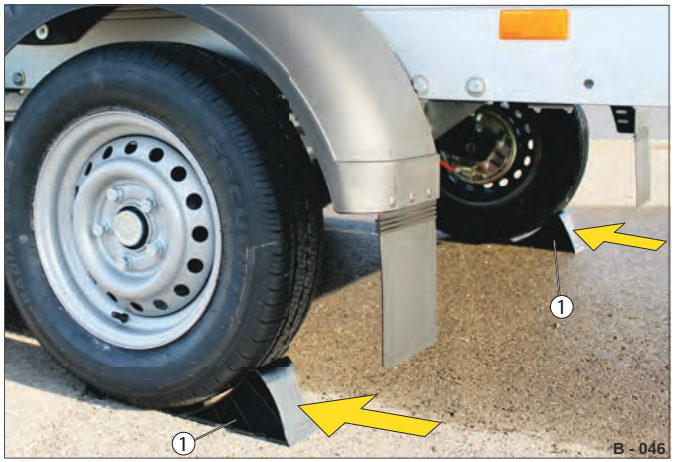

Fig. 81 Stopklodser anbragt
▶ Læg stopklodserne (Fig. 81 /1) med hele overfladen under hjulene.